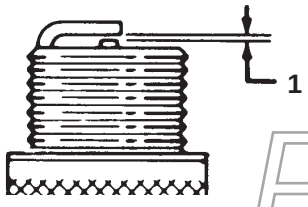

Figura 37
6. Regolate la distanza tra gli elettrodi sulla candela a 0,76 mm, come illustrato nella Figura 37.